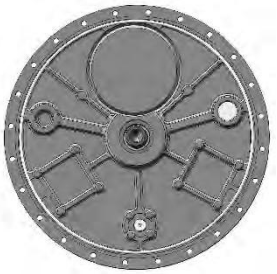

Рис. 20. Уплотнительное кольцо
1. Снимите крышку головки устройства РПН (24 болта М10, размер ключа № 17), стараясь не повредить уплотнительное кольцо (рис. 20).